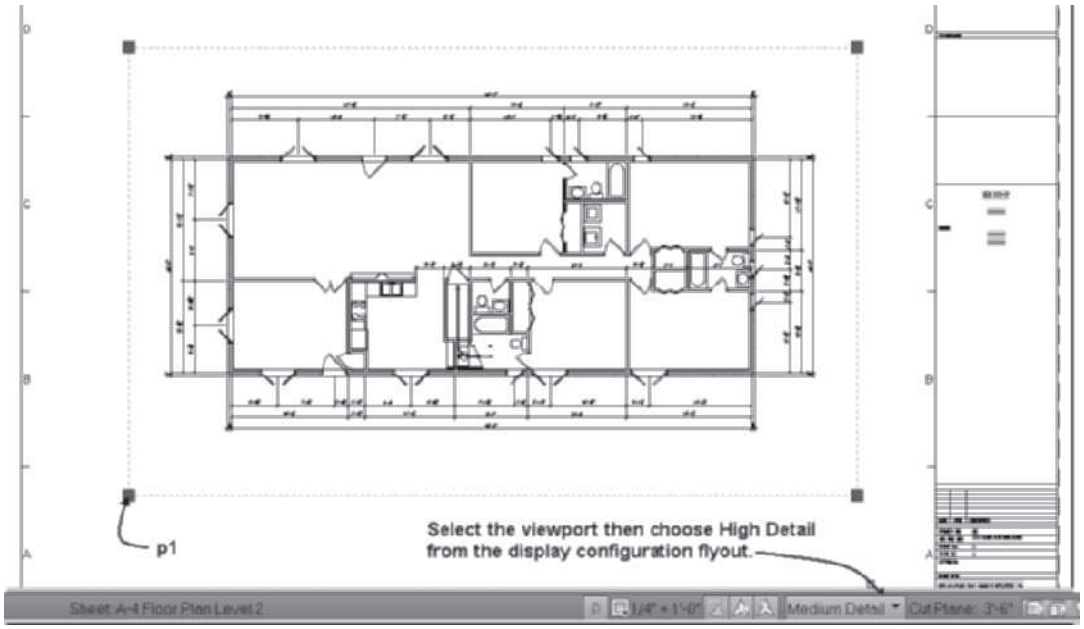

FIGURE 11.98 *Edit viewport properties of a sheet*
22. Select the Views tab. Select the **Floor Plan** model space view, right-click, and choose **Place on Sheet**. Move the cursor to the sheet and click near point **p1** as shown in Figure 11.98.